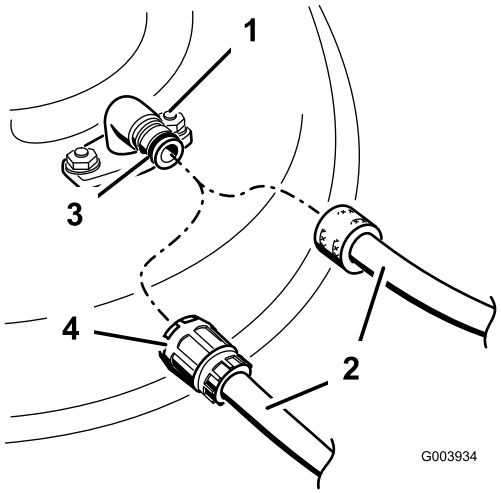

Figur 62
3. Anslut slangkopplingen till klipparens tvättkoppling och vrid på vattnet ordentligt (Figur 62).